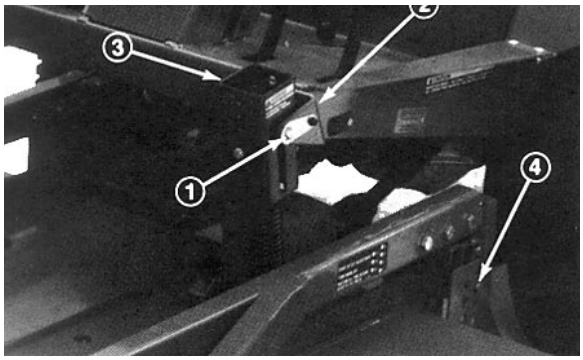

Fig. 9
2. Staccare il contrappeso dal trattorino, togliere i perni di bloccaggio dalle staffe, separare i gruppi di tensionamento molle dalle staffe ed appoggiarli sul piatto di taglio. Fissare i perni di bloccaggio alle staffe, senza stringere, per non smarrirli (Fig. 9).
3. Abbassare l'apparato di taglio e togliere i 4 perni dalle staffe dell'altezza di taglio (Fig. 9).